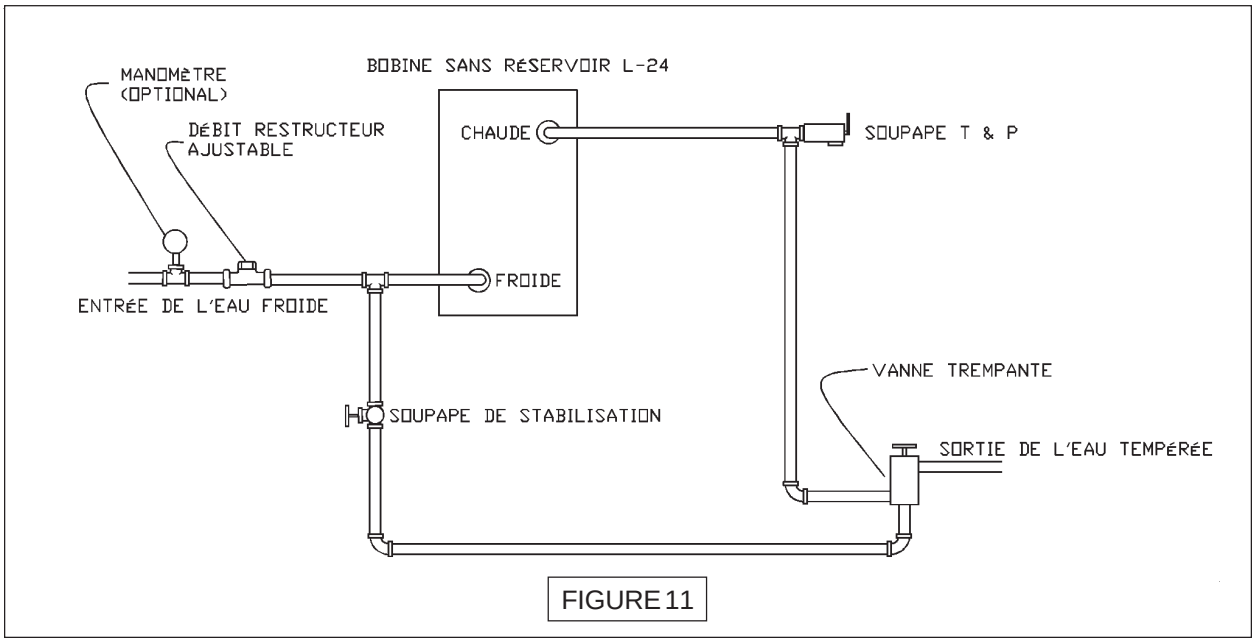

FIGURE 11
11. Voir la figure 11 ci-dessous pour la tuyauterie typique d'un chauffe-eau domestique.